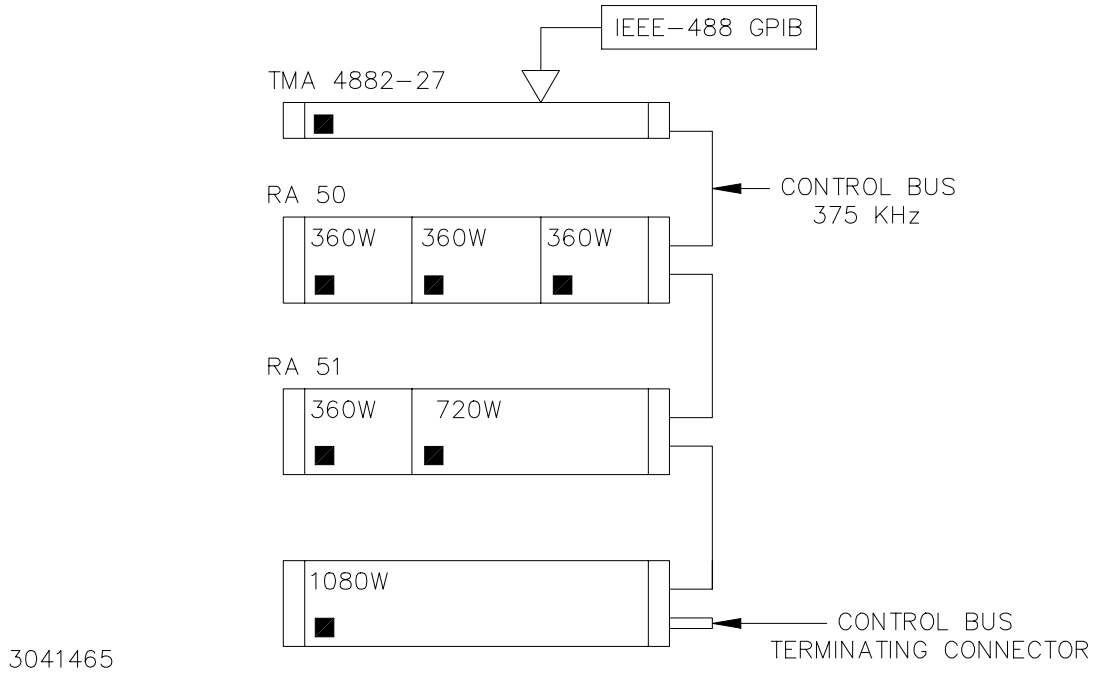

FIGURE 1-3. THE TMA 4882-27 CONTROLLER AND MAT POWER MODULES
b. One 2 meter long shielded twisted pair cable with two DIN mating connectors (see Table 2-5), one at each end (Kepco P/N 118-0699) is supplied with each Rack Adapter (RA 50 or RA 51) and with each Full Rack MAT Power Module. The Power Module Controller (see PAR. 1.2) and up to 27 MAT Power Modules can be connected in a daisy chain configuration as shown in FIG. 1-3. The last (in the daisy chain) Power Module Control Bus Outlet must be terminated with a Terminating Connector Assembly (Kepco P/N 195-0075) that is supplied with the Power Module Controller.